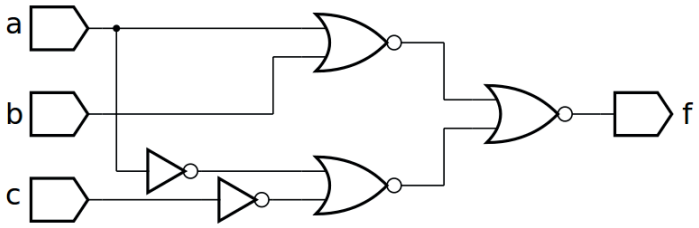
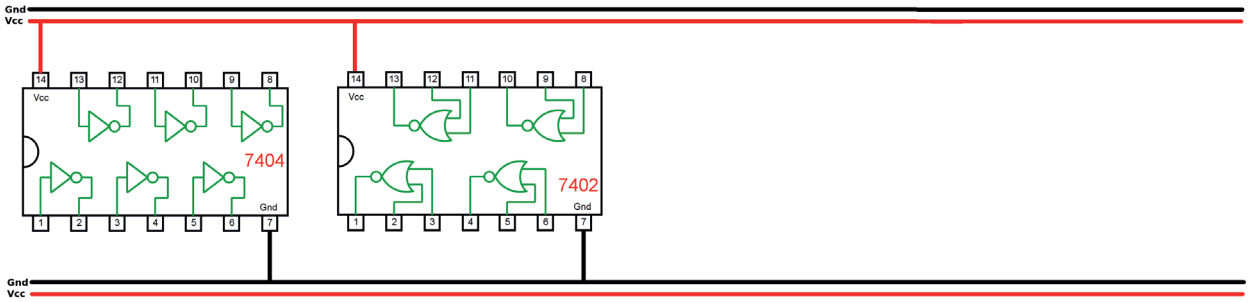

Figura 5.45 – Diagrama esquemático.
Figura 5.46 – Disposição dos componentes (TTL) para a placa de montagem.
1. Complete as ligações na figura 5.46 ou 5.47 de acordo com a figura 5.45.
5. Utilize um programa de simulação em computador (SmartSim, Atanua, Qucs) faça a simulação do circuito da figura 5.45. Compare os resultados com a tabela 5.19.
6. Escreva a equação booleana do circuito da figura 5.45 e simule no programa para o Arduíno.